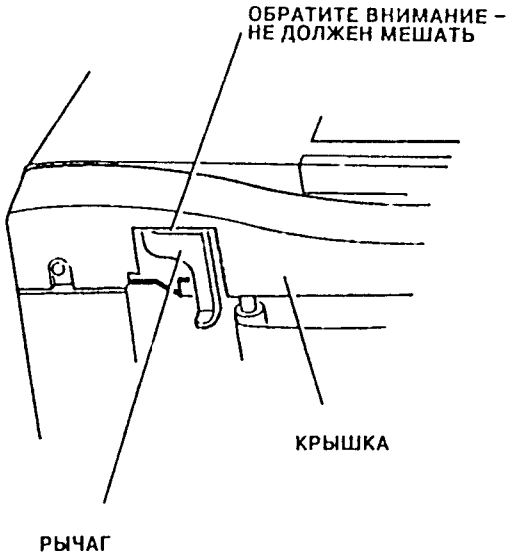

Рис. 4. Проверка промежутка
5. Установите на место переднюю крышку дуплексного автоподатчика оригиналов DADF (смотрите Рис. 4). Проверьте, что передняя крышка не мешает движению рычага тяги соленоида. Если передняя крышка препятствует движению рычага тяги, то проверьте, что соленоид SOL05-020 правильно установлен в своей монтажной скобе.